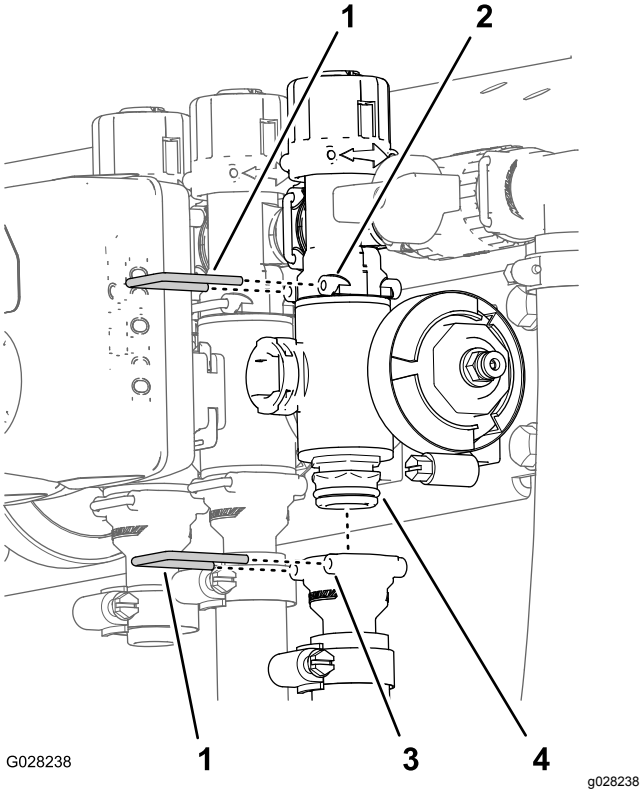

**Rysunek 69**
2. Zdejmij elementy ustalające mocujące złącze wylotu do rozgałęźnika zaworu sekcji i rozgałęźnik zaworu do złącza obejścia (Rysunek 69).